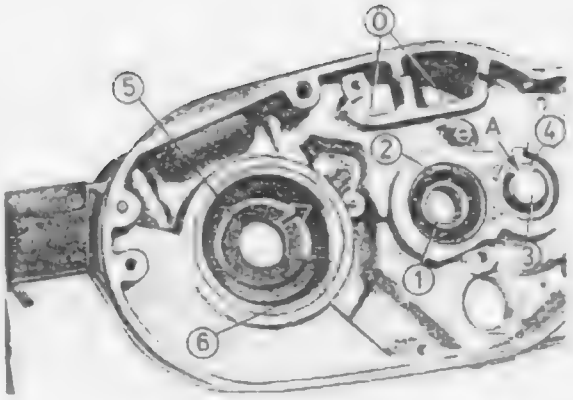

Rys. 59. Lewa połówka kadłuba - tarczka smarująca i łożysko skrzyni biegów
- W skrzyni biegów założyć prowadnicę oleju /3, rys. 59/, a po stronie sprzęgła podkładkę zabezpieczającą, dokręcić nakrętkę mocującą M 6 i zabezpieczyć;
- Od strony skrzyni korbowej założyć na pierścieniu osadczym /6/ tarczkę smarującą /5/ łożyska 6306 C 4 f. Mały punkt wybity na krawędzi zewnętrznej tarczki smarującej zwrócony jest do zamka pierścienia osadczego i służy jako zabezpieczenie przed obróceniem /patrz strzałka na rys. 59/;